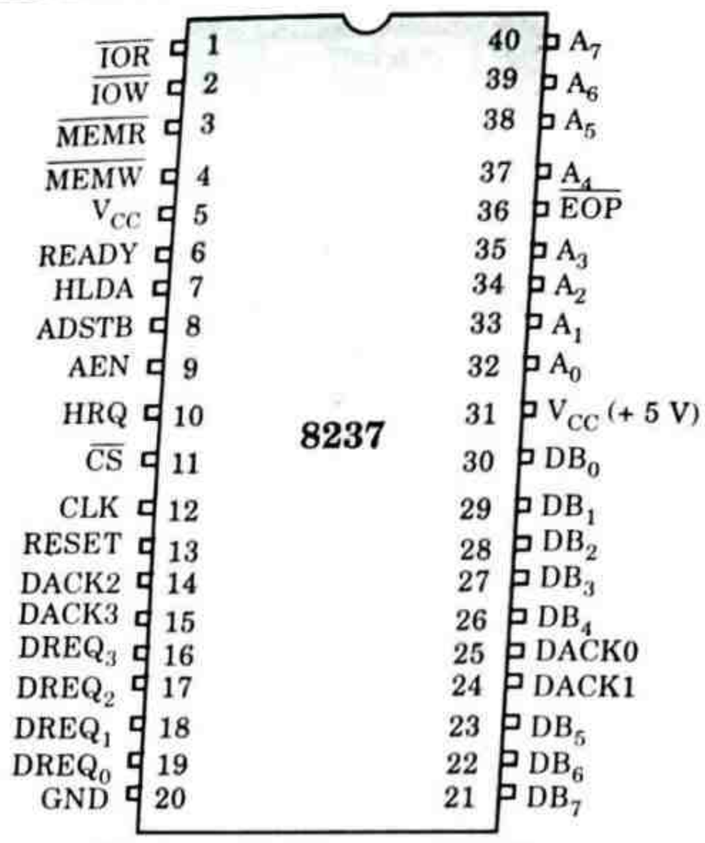

Fig. 5.1.1. Pin diagram of 8237.
B. Pin diagram : Pin diagram of 8237 DMA controller is shown in Fig. 5.1.1. The functional signal description in brief as follows :